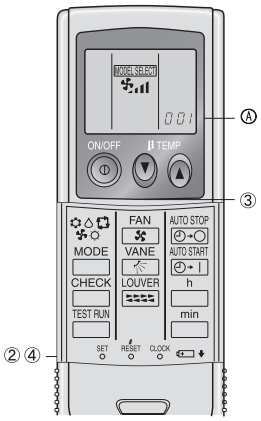

Fig. 6-3
1) Programmation (Fig. 6-3)
① Introduire les piles.
② Appuyer sur le bouton SET à l'aide d'un objet pointu.